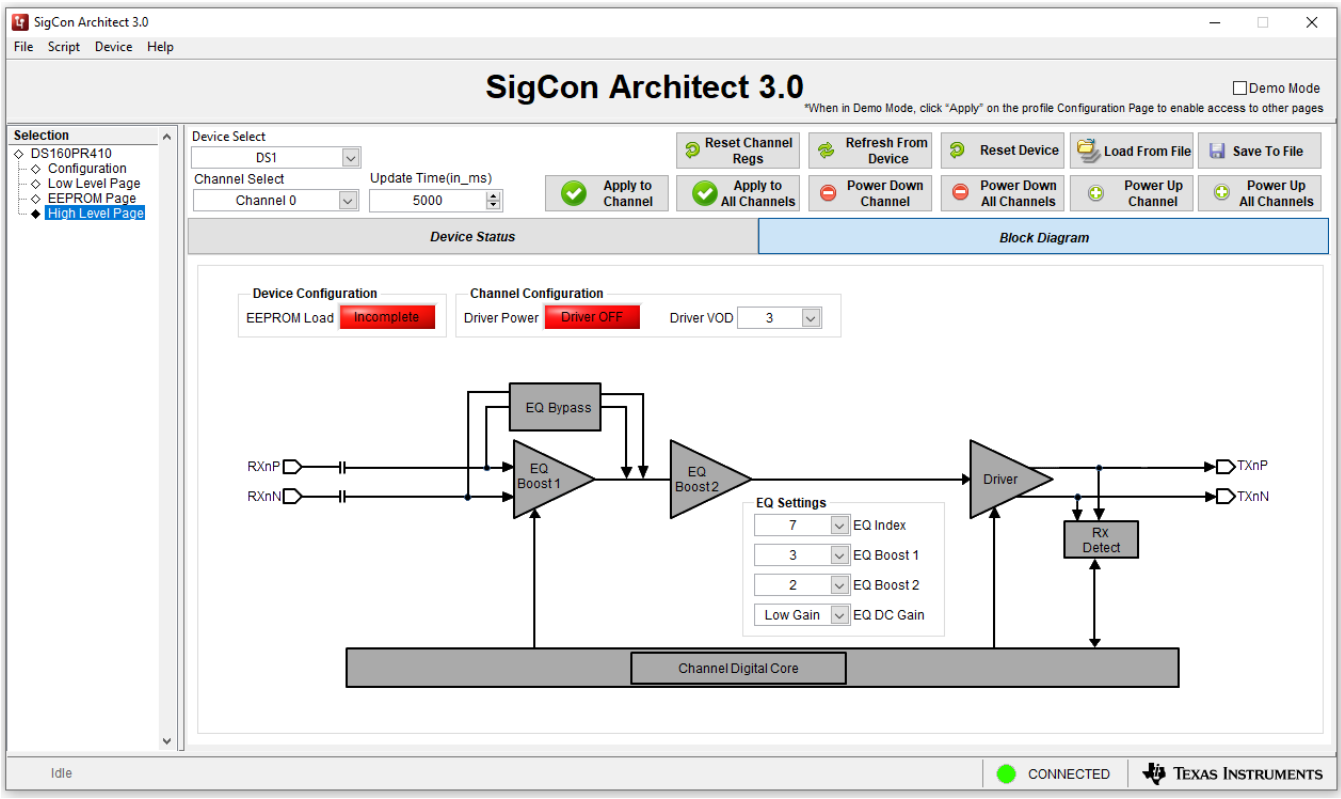

Figure 2. SigCon Architect DS160PR410 High Level Page
9. In the DS160PR410 High Level Page, select Block Diagram as shown in Figure 2.